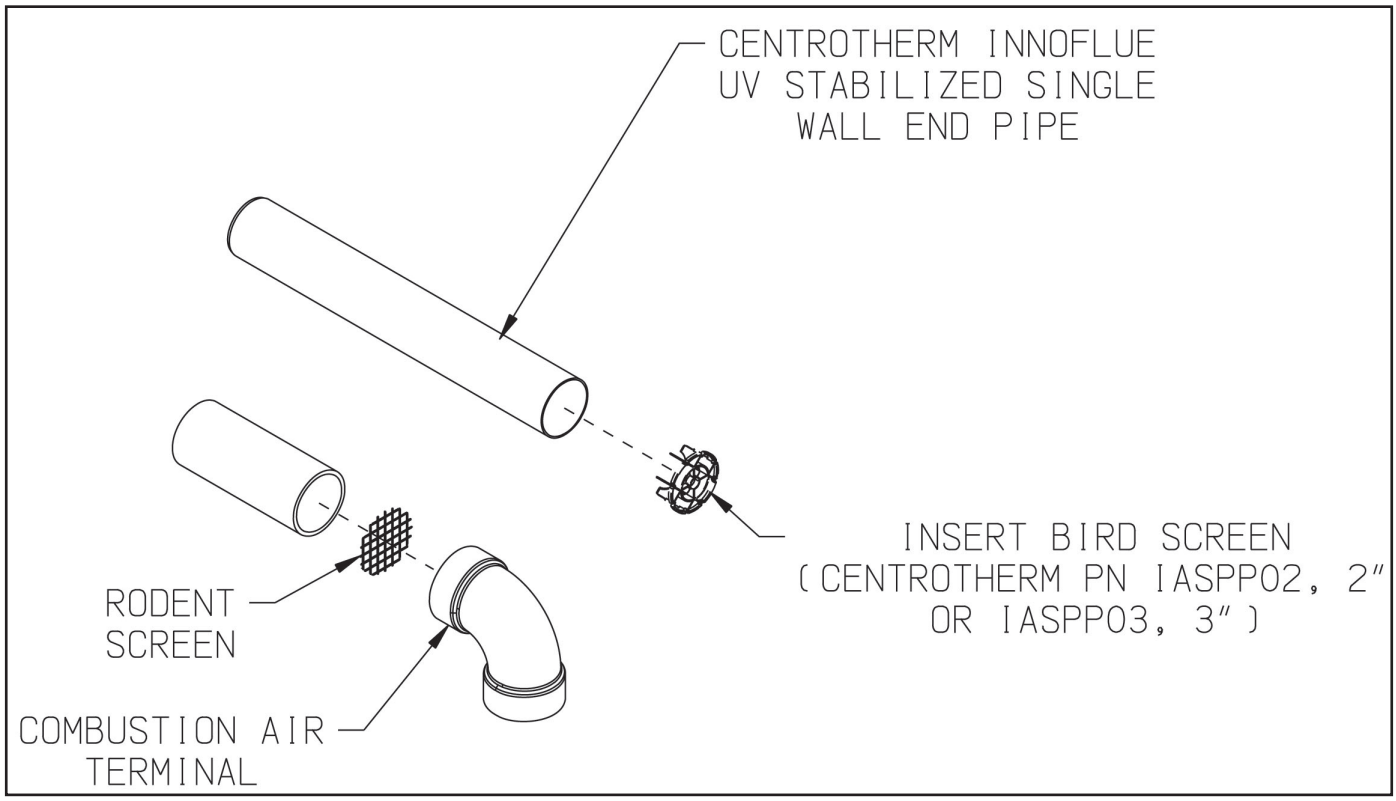

Figure 7.45: Installation of Centrotherm InnoFlue UV Stabilized Single Wall Horizontal Terminal
a. See Figure 7.45 for proper orientation of twin pipe horizontal terminals. Outer edge of end pipe must be 10” or less from the wall surface. (Figure 7.5)